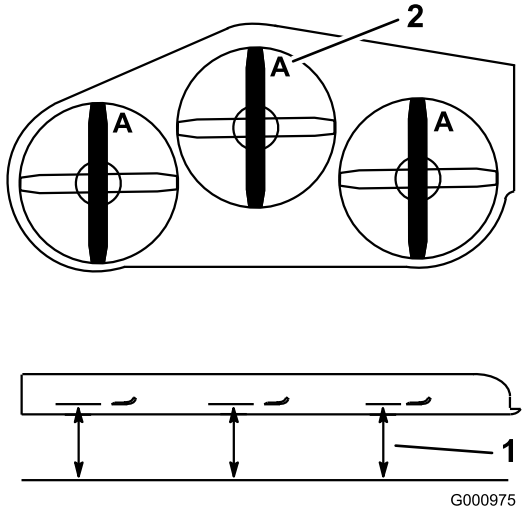

Figura 77
3. Rode as lâminas até as suas extremidades se encontrarem viradas para a frente e para trás. Meça desde uma superfície nivelada até à extremidade de corte, posição **A**, das lâminas (Figura 77). Anote esta medida.